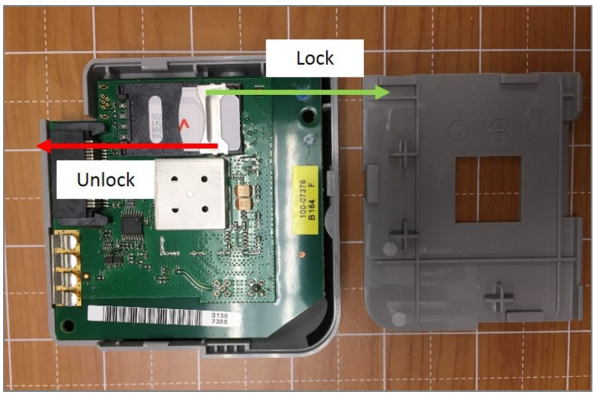

Figure 4.7: Unlock or Lock Movement
6. Find the SIM card holder and slide its door to unlock (see Figure 4.7).
8. Slide the card holder door back and lock it (see Figure 4.7).